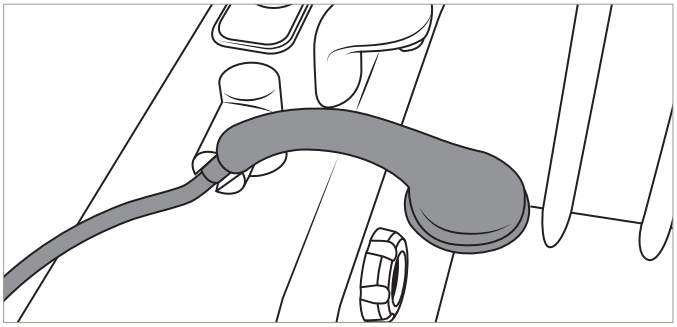

Afbeelding 36
13. Plaats de douchehandgreep terug in de houder. Zie Afbeelding 36.